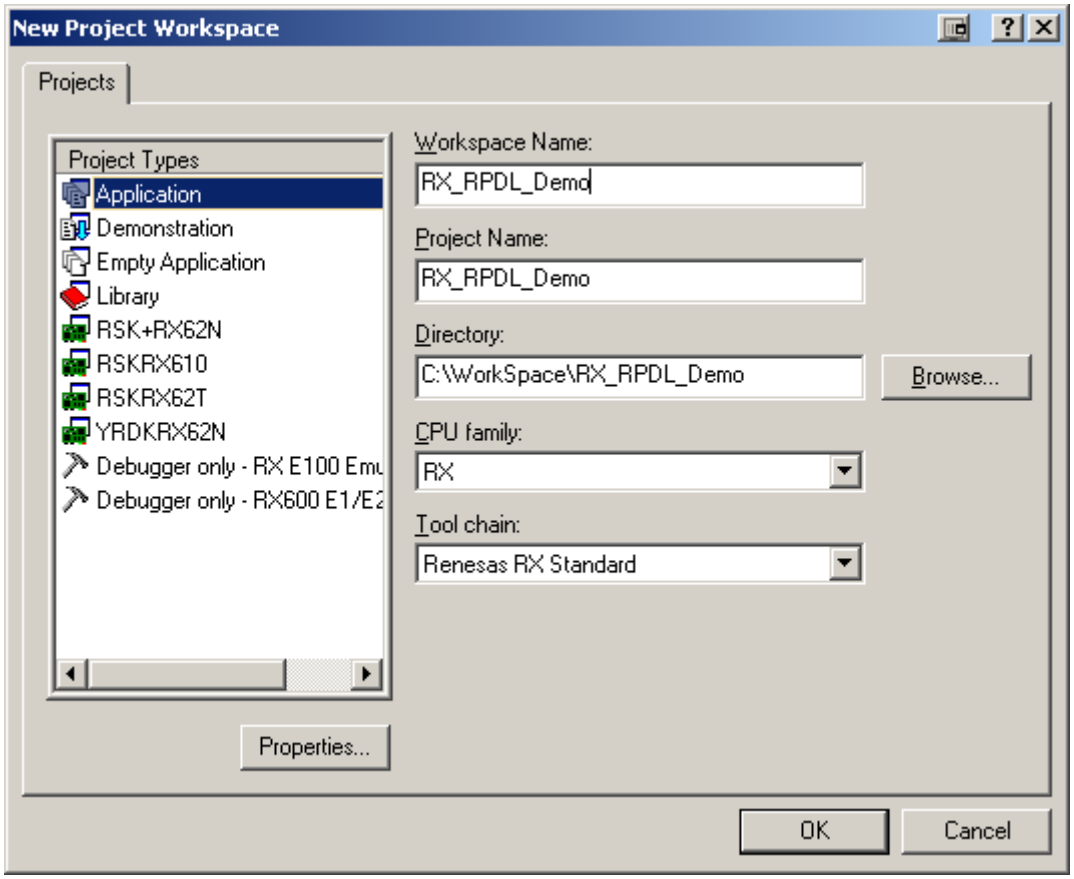

Figure 2-1 : Creating a new workspace
Step 2.6 Type “RX_RPDL_Demo” into the “Workspace Name” field. Your window should look like Figure 2-1. Click “OK”.